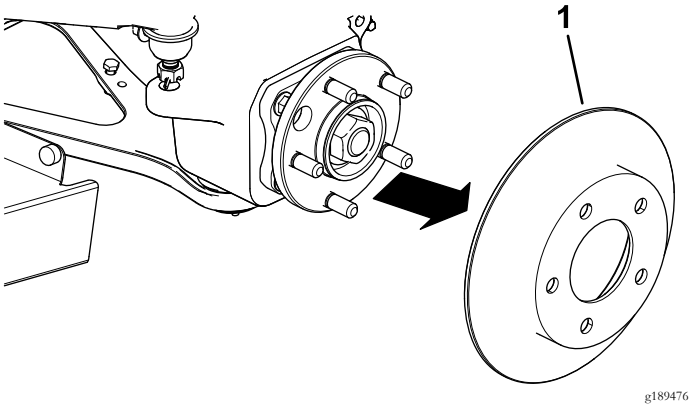

Figur 6
6. Fjern rotoren (Figur 6).
4. Monter rotoren til navet (Figur 6).